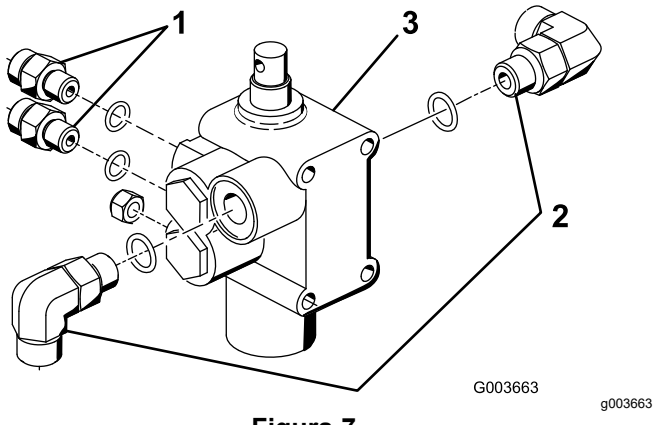

Figura 7
1. Enrosque ambos acoplamientos de 90° y los 2 acoplamientos hidráulicos rectos en la válvula de elevación nueva, como se muestra en la Figura 7.